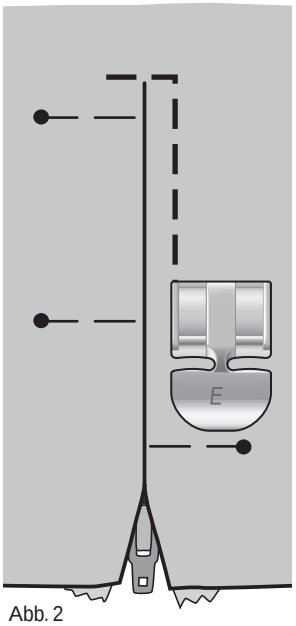

Abb. 2
4. Beginnen Sie am unteren Reißverschlussende zu nähen, drehen Sie den Stoff und nähen Sie dann die rechte Seite des Reißverschlusses an (s. Abb. 2).